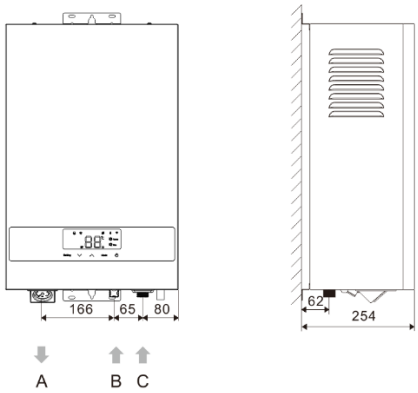

Рис. 9. Присоединительные размеры
7.4.3 Подсоединение труб (Рис. 9)